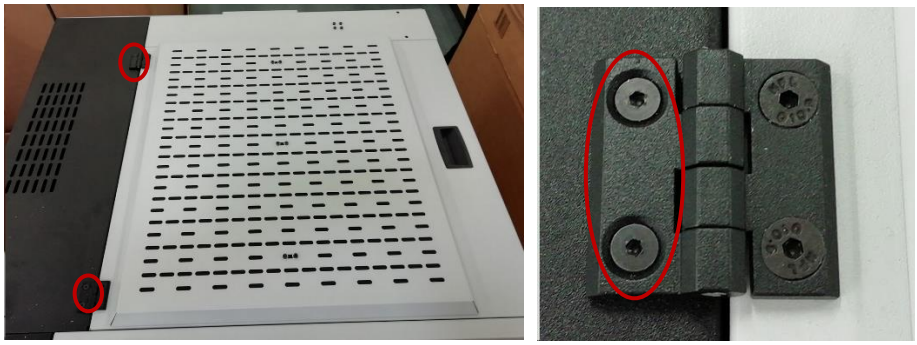

Rys. 21 Przykręcenie śrub DIN7991-M5x12 mocujących górną pokrywę do drukarki
14. Przykręć 4 śruby DIN7991-M5x12 mocujące górną pokrywę do drukarki - zastosuj klej do gwintów (rys.21).